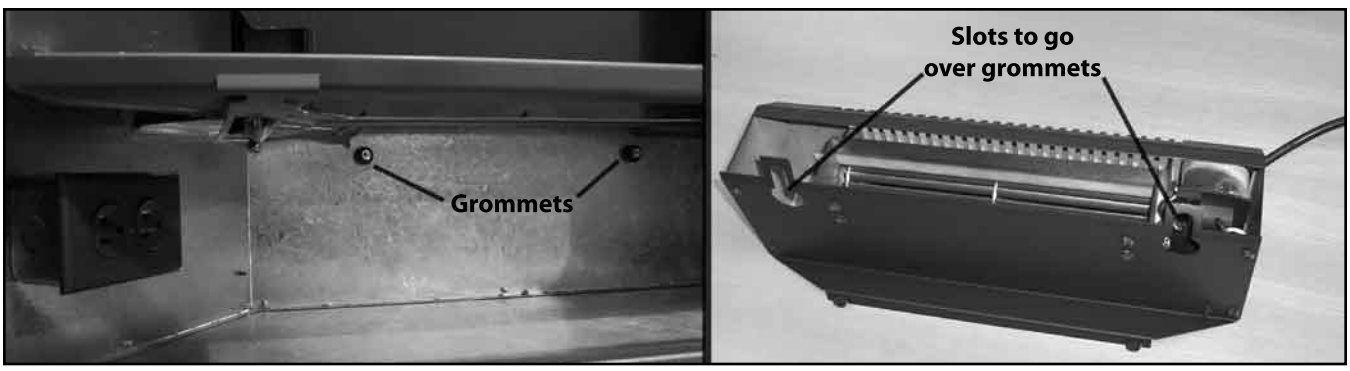

Figure 43. Hook Fan Tabs Over Grommets at Unit Back.
4. Hook the two (2) slots on the fan box over the two (2) grommets on the back wall, refer to Figure 43.